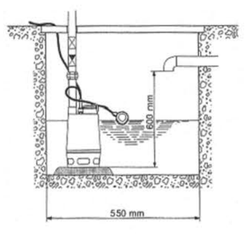

рис. 2
• Если насос устанавливается в колодец с минимальными габаритами (рис.2), то обязательно должна соблюдаться минимальная, свободная длинна кабеля поплавкового выключателя (мин.100мм), как на рисунке 6.